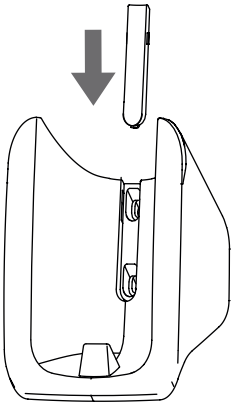

Rysunek 2.4
2) Wsuń osłonę śrub w szczelinę w uchwycie pilota (patrz Rysunek 2.4).